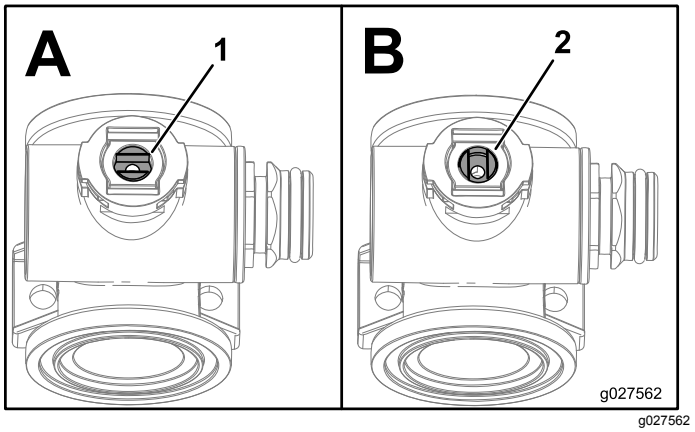

**Figuur 71**
1. Plaats de afsluiter zo dat deze in de gesloten stand staat (B van Figuur 71).
3. Draai de afsluiter zo dat de kogel in de geopende stand staat (A van Figuur 71).
7. Draai de afsluiter zo dat de klep gesloten is (B van Figuur 71)